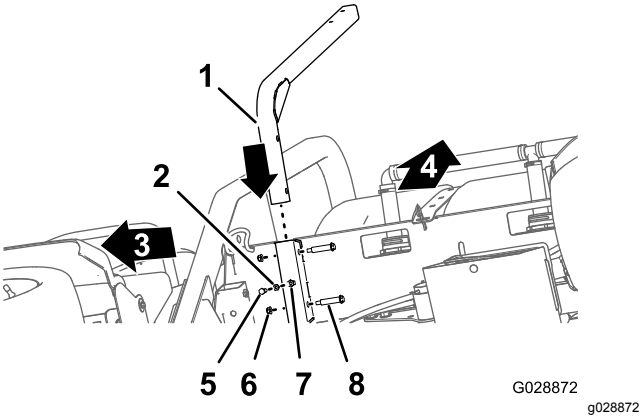

**Figur 35**
1. Innrett støtterøret til ferskvannstanken med tankstøttekanalen (Figur 35).
2. Innrett hullene i støtterøret med hullene i kanalen (Figur 35).
3. Fest røret til kanalen (Figur 35) med de to skulderboltene og de to låsemutrene (⅜ tomme).
4. Gjeng låsemutteren (⅜ tomme) inn i bolten (⅜ x 1 tomme). Se Figur 35.
5. Gjeng bolten og låsemutteren inn i sveisemutteren nederst på tankstøttekanalen og trekk til bolten og låsemutteren (Figur 35).